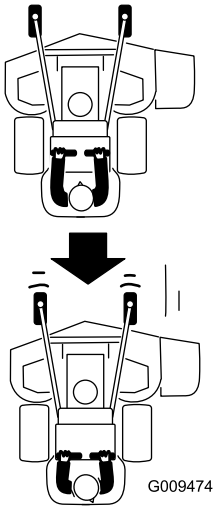

Figura 21
2. Tire lentamente de las palancas de control de movimiento hacia atrás (Figura 21).